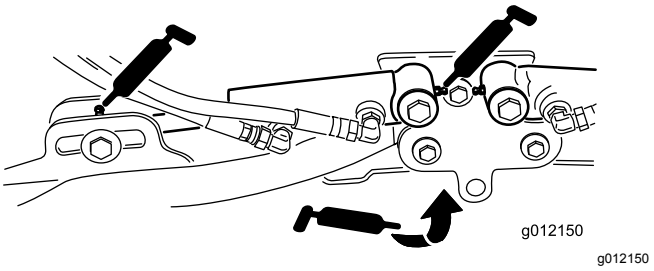

Figur 45
- Klippenheternas lyftarmscylindrar (2 var) (Figur 45)
- Lyftarmens svängtappar (1 var) (Figur 45)